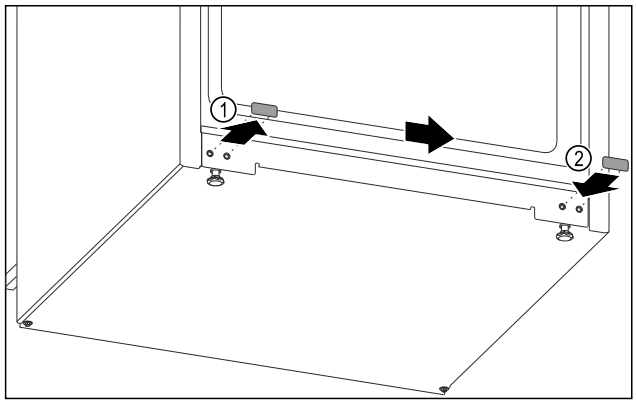

Fig. 10
▶ Vedä peitetulpat irti. *Fig. 10 (1)*
▶ Aseta peitetulpat vastapäiselle puolelle. *Fig. 10 (2)*